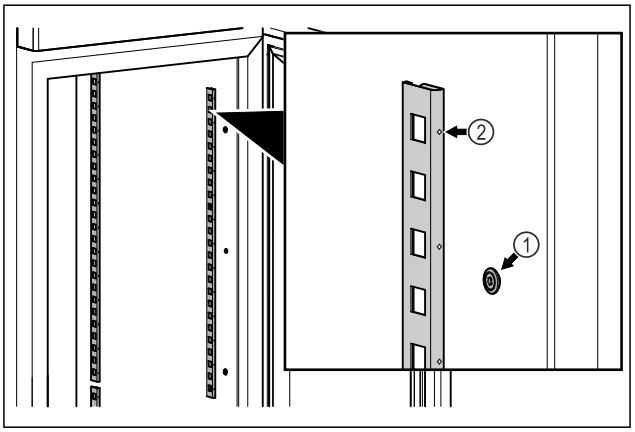

Fig. 48 Reprezentare exemplificativă
▶ Acroșați barele de prindere în sistemul de suspendare *Fig. 48 (1)*. Marcajul *Fig. 48 (2)* trebuie să fie orientat spre înainte.